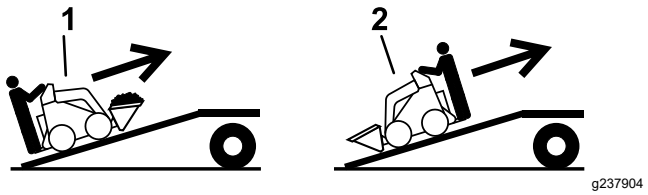

Rysunek 13
5. Załadunek maszyny na przyczepę wykonuj tak, aby cięższa jej strona była po wyższej stronie pochylni, ładunek przewoź nisko (Rysunek 13).